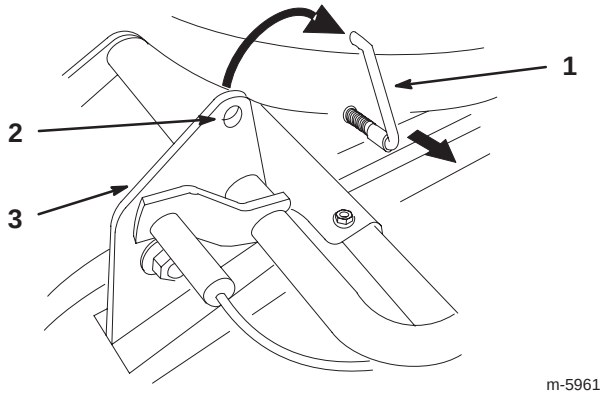

Bild 19
5. Ziehen Sie bei geöffnetem Graskollektor den Haltestift heraus und setzen Sie ihn das Loch am Scharnier ein (Bild 19).